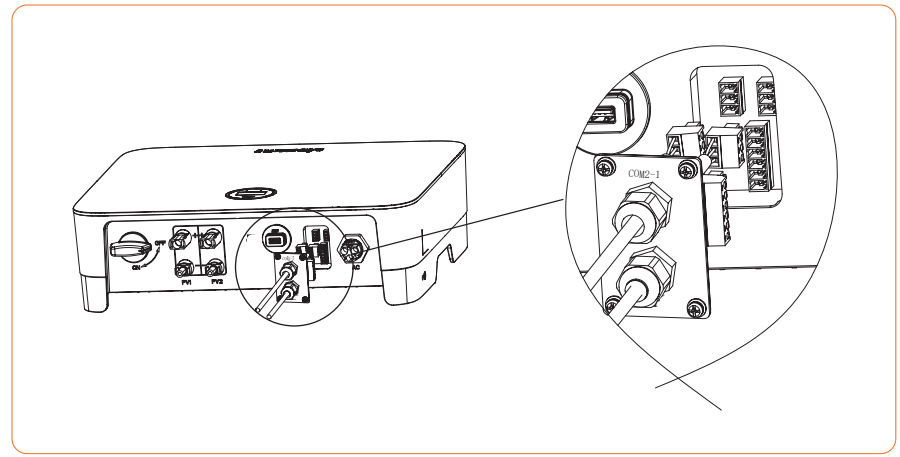

Figure 4-25
③ Insert the cable to the port in the 3/6pin connector and fasten with a screwdriver.
④ Insert the 3/6pin connector into the 3/6pin connecter inside the inverter, and screw the COM2 plate back with a cross screwdriver, as shown in Figure 4-25: